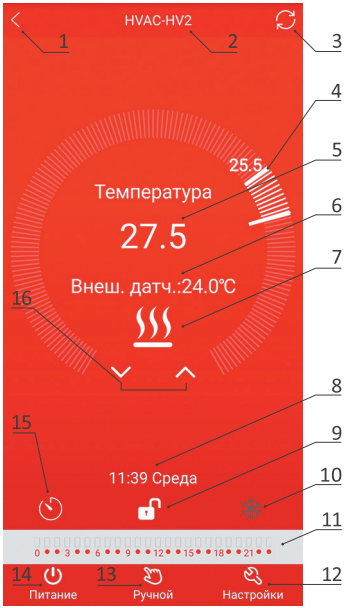

Рисунок 9
8.3.6. Элементы экрана управления термостатом *(рисунок 9)*: